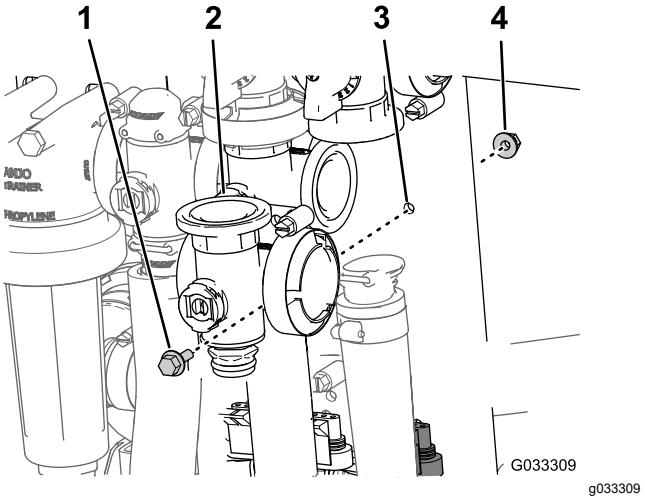

Figur 73
3. Afmonter flangehovedbolten og flangelåsemøtrikken, der fastgør hovedsektionsventilen til ventilbeslaget, og afmonter ventilmanifolden fra maskinen (Figur 73).